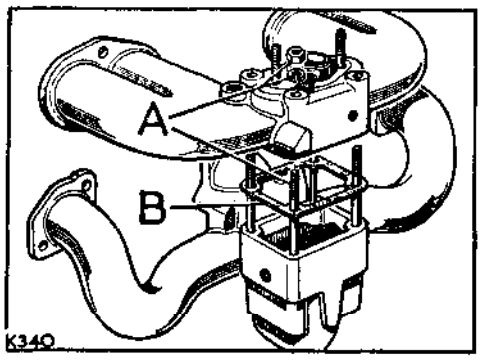

**Fig. A1-34. Separating the manifolds**
2. Fit the inlet manifold to the exhaust manifold, referring to Fig. A1-34. Do not fully tighten the inlet manifold to exhaust manifold fixings until the assembly is refitted to engine, as described in Operation A1-7.